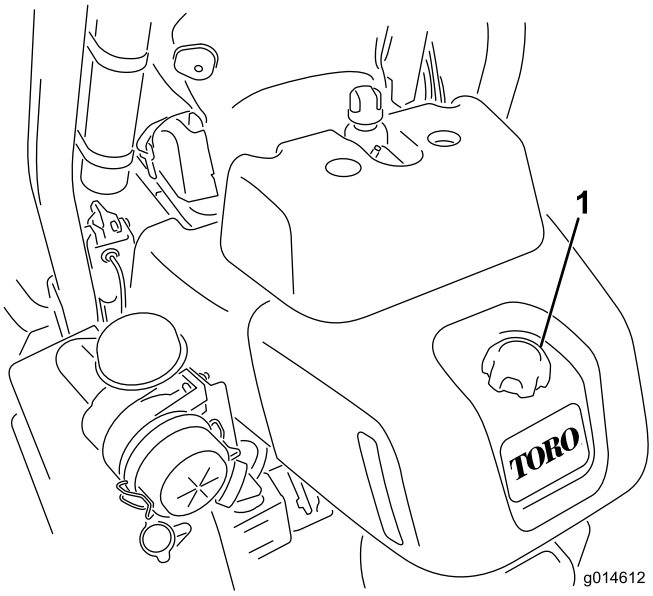

Figur 28
1. Rengjør rundt drivstofflokket (Figur 28).